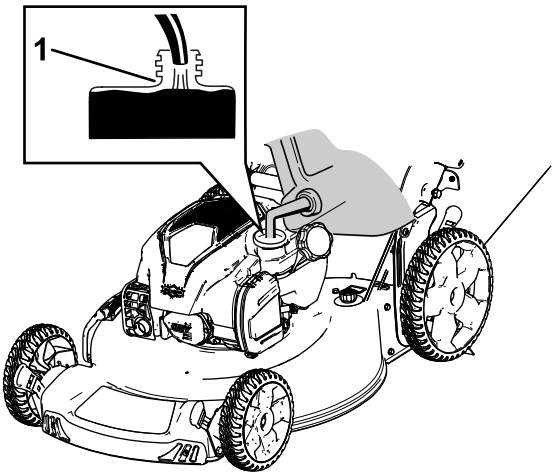

Figur 11
2. Lossa oljestickan genom att vrida locket moturs och dra stickan uppåt (Figur 11).
5. Läs av oljenivån på oljestickan (Figur 11).